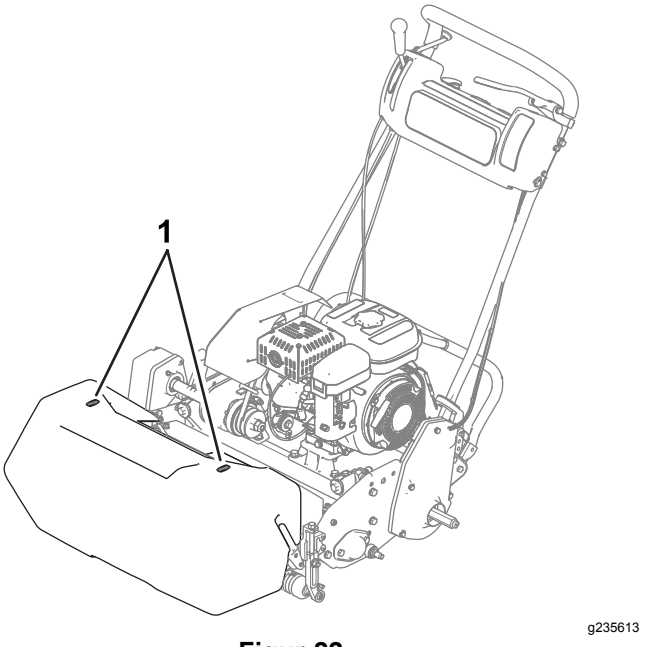

Figur 22
- Brug justeringsstriberne på opsamleren for at hjælpe med at opretholde en lige linje på tværs at greenen og til at holde maskinen ved en tilsvarende afstand fra kanten af den forrige klipning (Figur 22).